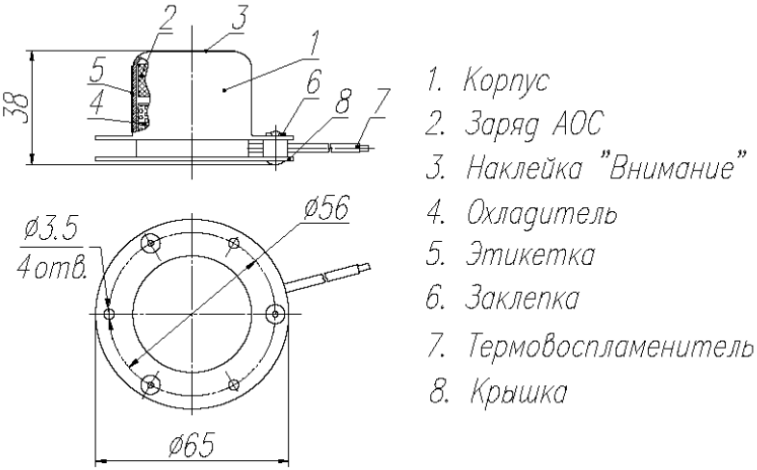

Рис.1. Генератор огнетушащего аэрозоля «Допинг 2.02т»
4.1. Генератор размещается непосредственно на защищаемом объекте (в помещении, на транспортном средстве и т.д.) и монтируется на горизонтальной или вертикальной части конструкции объекта. Монтаж генератора производится с помощью трех саморезов или винтов с гайками и шайбами (в комплект не входят). При выборе расстояния между генератором и объектом тушения необходимо учитывать длины зон с повышенной температурой п. 10 раздела 2, но оно не должно превышать, по возможности, 0,7 м. Для монтажа сверлятся 3 отверстия диаметром 6 мм под пластмассовый дюбель 6 мм на глубину 30 мм или 3 отверстия Ø 3,5 мм для крепления винтами в соответствии с толщиной места крепления и размерами, указанными на рис.1 и рис.2 (Метизы в комплект не входят).